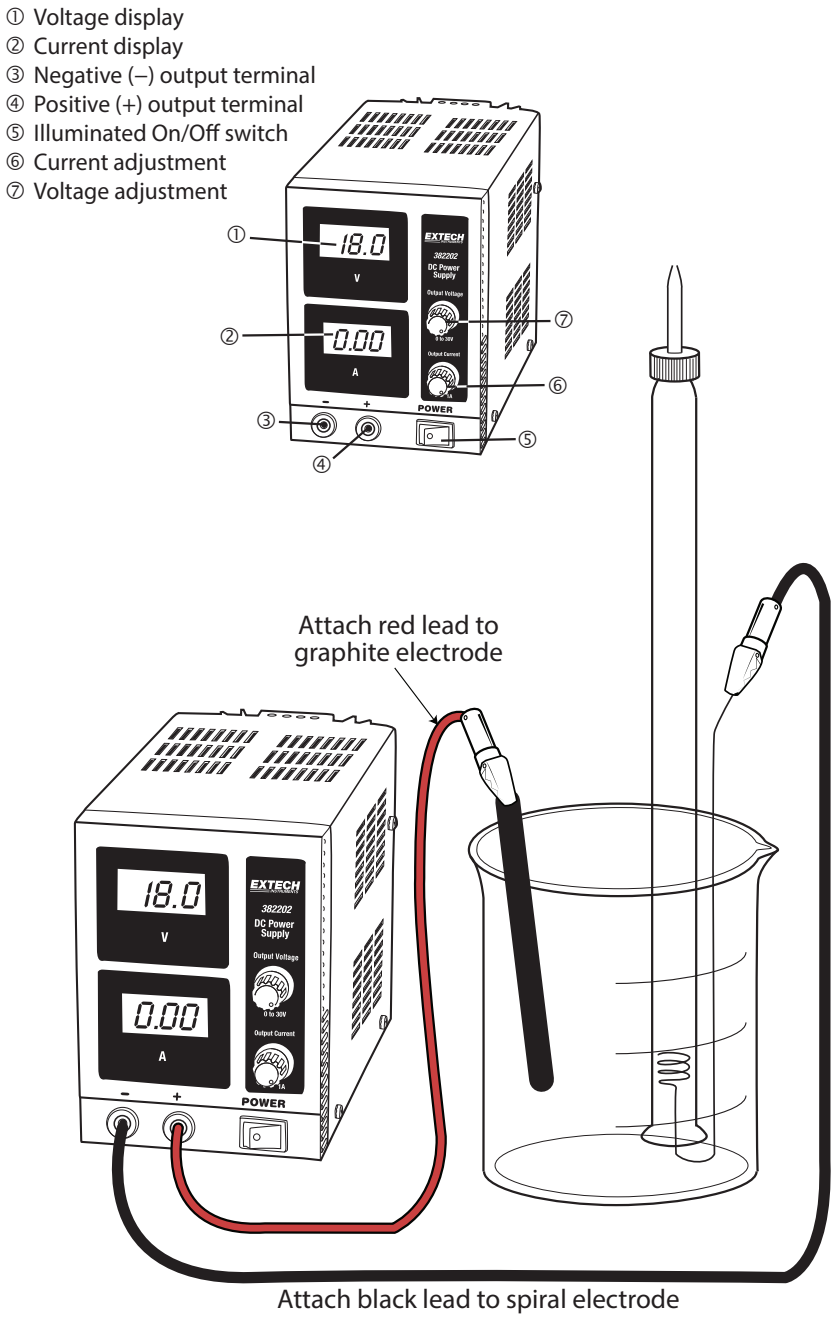

Figure 1. Schematic of the Power Supply/Meter and Lead Connectivity.
a. Check that your DC power supply is in good condition. Refer to Figure 1 on the next page for terminology and set up. If the clip leads are corroded or frayed, take them to the Dispensary to exchange for a new set.